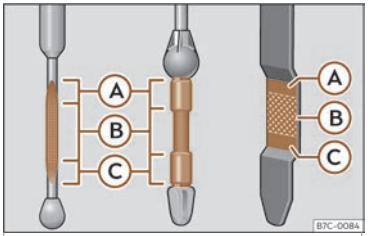

Fig. 210 Barra de medición do nivel de aceite.
– A continuación, volva extraela e comprobe o nivel de aceite››› fig. 210. Se for necesario, recargue aceite do motor.
- Cando o nivel de aceite alcance como mínimo a zona››› **fig. 210** Ⓑ, enrosque o tapón da boca de recarga con coidado ››› ❗.
Se o nivel de aceite está por encima da zona>>> fig. 210 Ⓐ, non arranque o motor. Pode causar danos no motor e no catalizador. Informe a un taller especializado.
O nivel de aceite non deberá estar en ningún caso por encima da zona>>> fig. 210 Ⓐ. De non ser así, podería aspirarse aceite polo respiradoiro do cárter do cegoñal e chegar a atmosfera a través do sistema de escape.